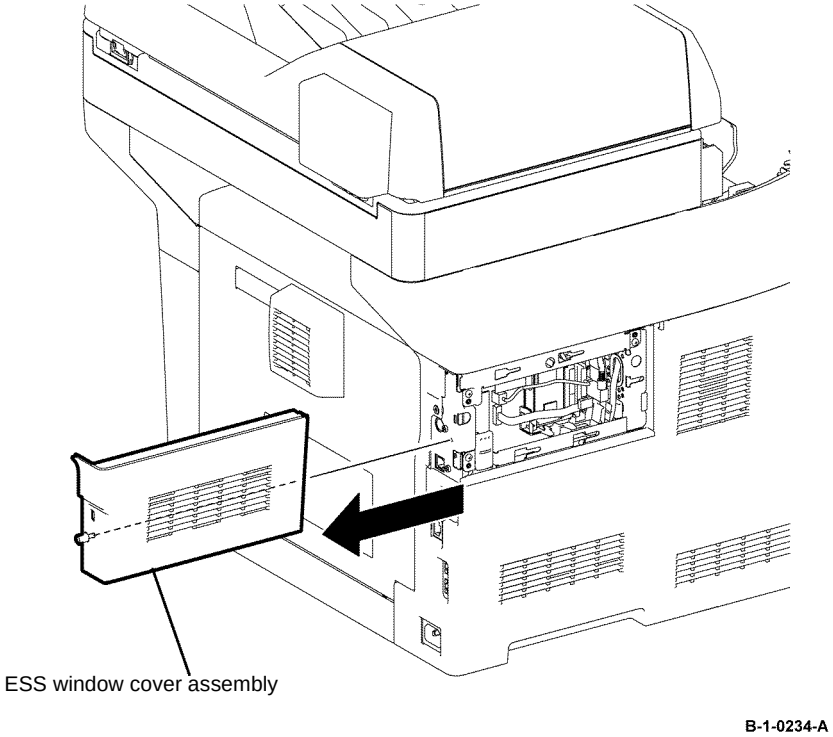

Figure 1 ESS window cover assembly removal
1. Loosen the thumb screw that fixes the ESS window cover assembly, then remove the ESS window cover assembly from the printer, Figure 1.